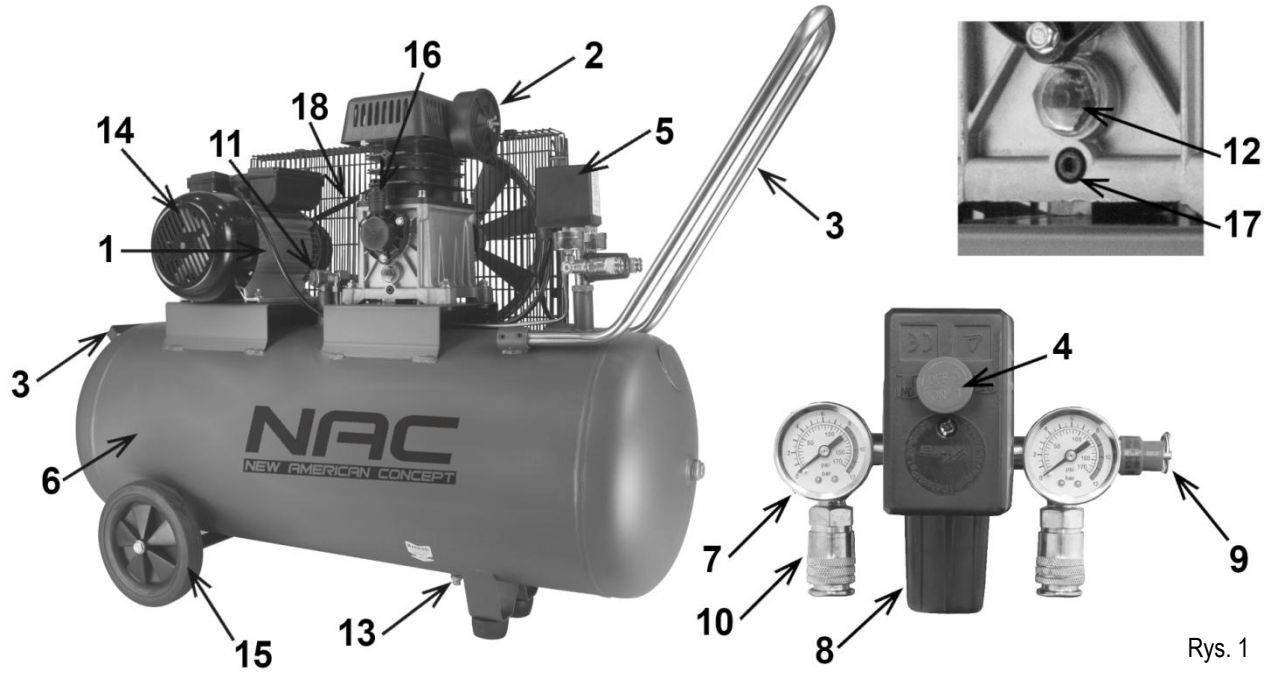
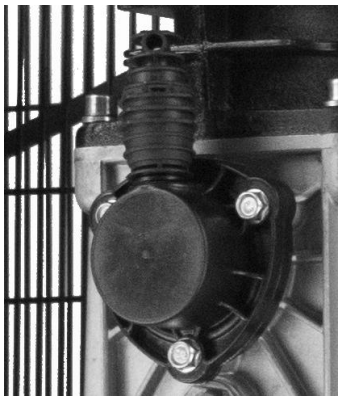

Rys. 1
Rys. 2c
- Wymienić korek transportowy na korek oleju **16 (Rys. 1)** przeznaczony do kompresora **(Rys. 2c)**. Korek znajduje się w opakowaniu kompresora.
Upewnić się, że przełącznik główny **4 (Rys. 1)** jest w pozycji „wyłączony" („OFF").
- Otworzyć zawór wylotowy **10 (Rys. 1)**, ustawić pokrętło wyłącznika ciśnieniowego w pozycji włączonej „ON" i pozwolić kompresorowi pracować 10 minut bez obciążenia, aby zapewnić smarowanie części ruchomych przed regularną obsługą.
- Wyłączyć włącznik zasilania **4 (Rys. 1) („OFF")**.
- Wcisnąć końcówkę węża ciśnieniowego do szybkozłącza **10 (Rys. 1)**.
- Usuń wilgoć nagromadzoną w zbiorniku powietrza poprzez otwarcie zaworu spustowego **13 (Rys. 1)**.